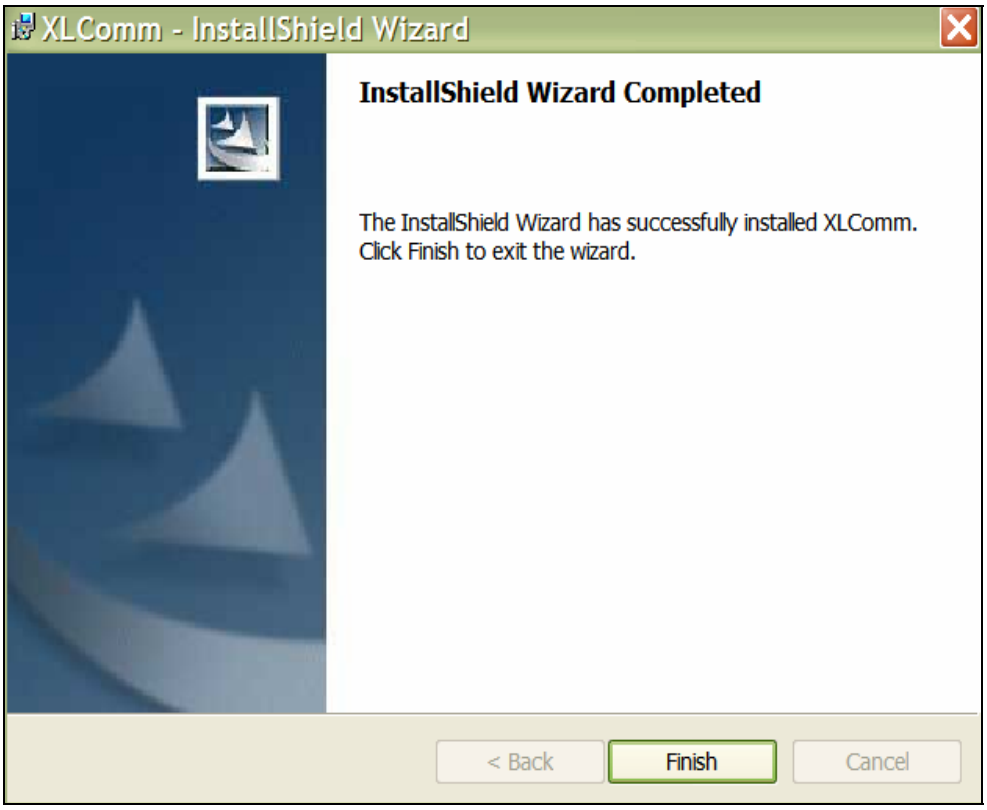

Figure 5 : Installation completed
5. Once the installation successfully is completed, the following screen is shown. (Figure 5). Click **Finish** to exit the wizard.